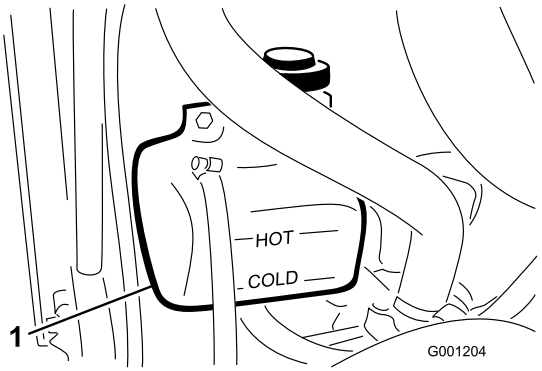

Figur 23
1. Kontroller kjølemiddelnivået i ekspansjonstanken (Figur 23). Kjølemiddelnivået skal være mellom merkene på siden av tanken.